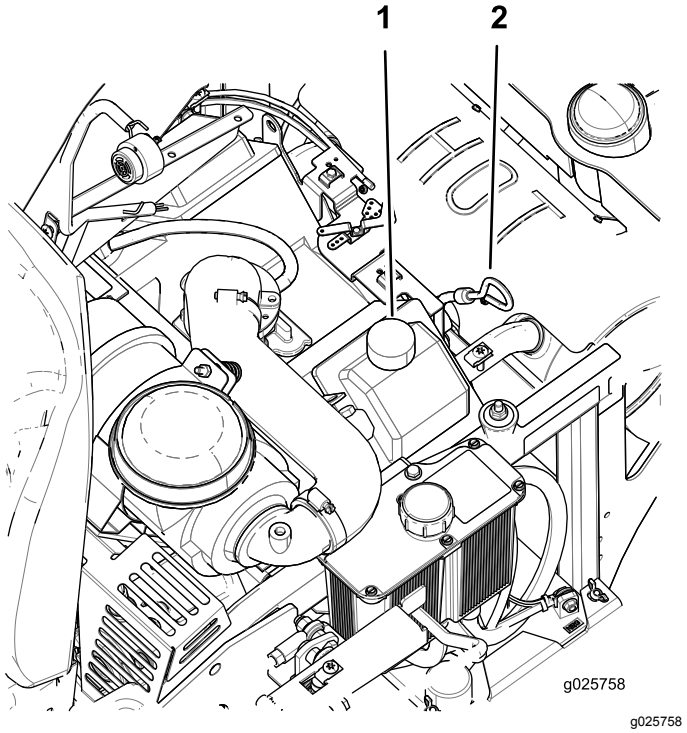

Figur 40
4. Rengör området runt oljepåfyllningslocket och oljestickan innan du tar bort stickan så att smuts och gräsklipp inte hamnar i motorn (Figur 40).
8. Om oljenivån är låg torkar du av området runt oljepåfyllningslocket, tar bort locket och fyller på till markeringen **full** på oljestickan (Figur 40).
5. Häll långsamt ca 80 % av den angivna oljan i påfyllningsröret och tillsätt långsamt ytterligare olja tills nivån når markeringen **full** på oljestickan (Figur 40).
6. Starta motorn och kör till ett plant område. Kontrollera oljenivån igen (Figur 40).